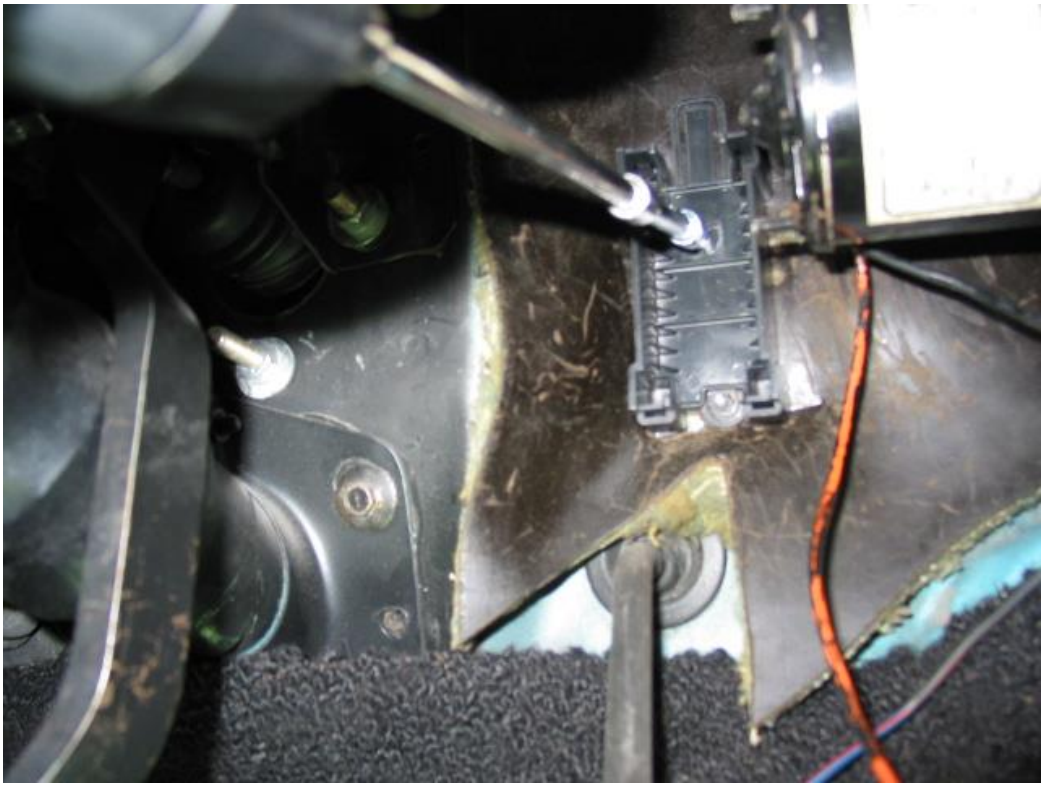

Figure 6-1 Fuse Block Base Position
6.1.1 Mount the base in the stock fuse block location with two of the self tapping screws from the parts kit. **See Figure 6-1.**